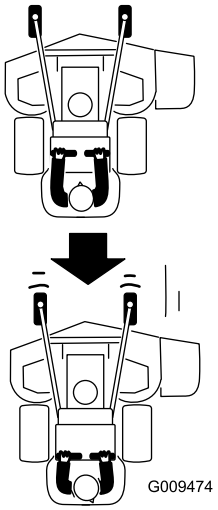

Figur 24
2. Flytta långsamt rörelsereglagespakarna bakåt (Figur 24).